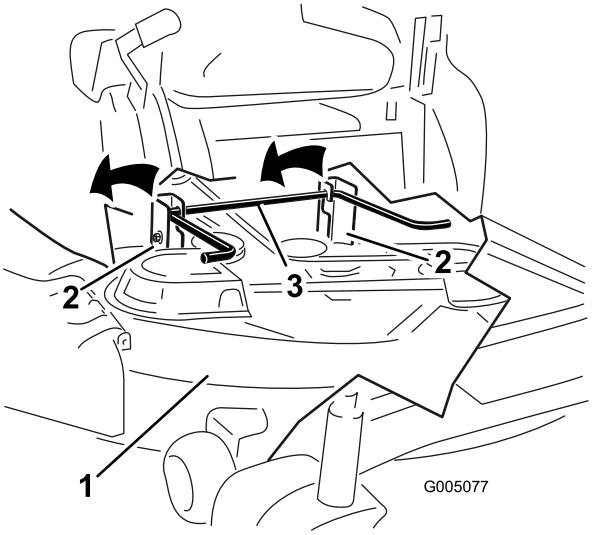

Figur 66
5. Løft plæneklipper og hængebeslag, så de er fri af den bageste løftestang, og sænk forsigtigt plæneklipperen ned på jorden (Figur 66).
5. Løft klippeskjoldets bagende, og før hængebeslagene over den bageste løftestang (Figur 66).